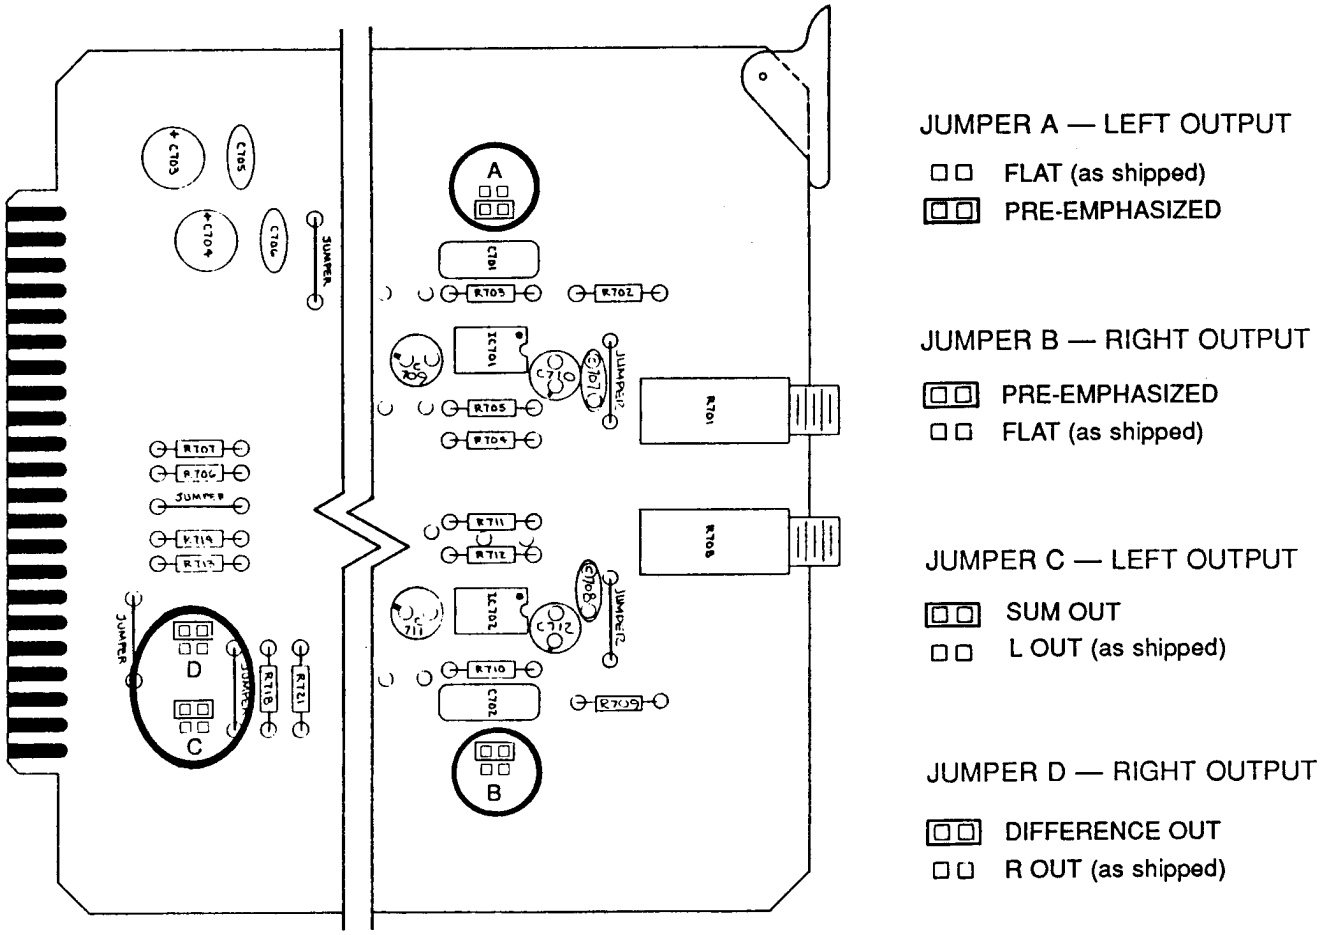

Figure 3: Jumper Positions, 8182A Audio Processor Card #7
b) Reposition jumpers A, B, C, and D as shown in Figure 3, then reinstall Card #7.